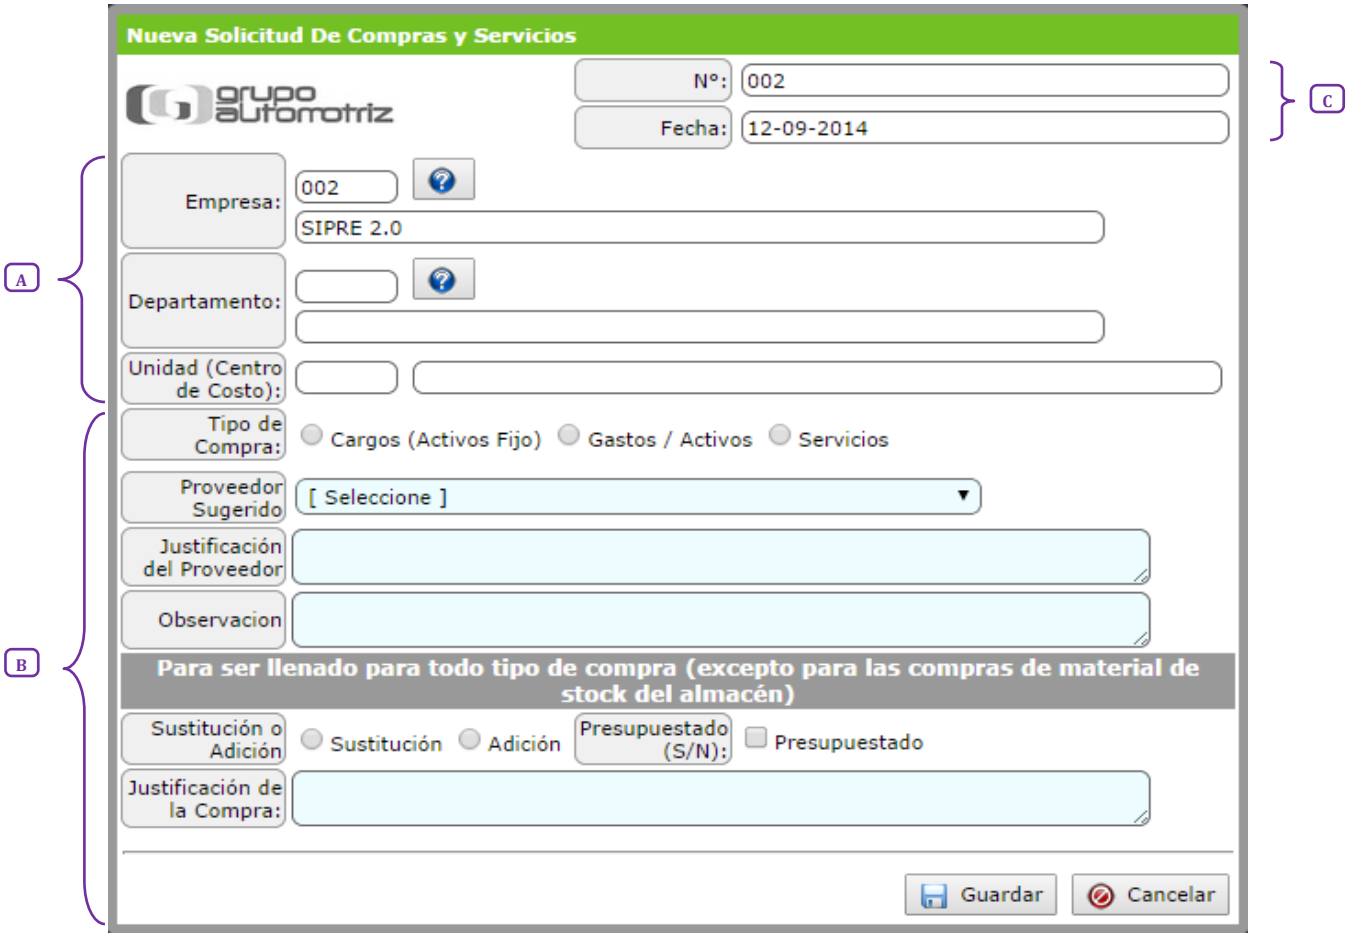

Figura 3.- Solicitud de Compras y Servicios
3. Completar los datos que se solicitan en la pantalla generada **(Figura 3)**